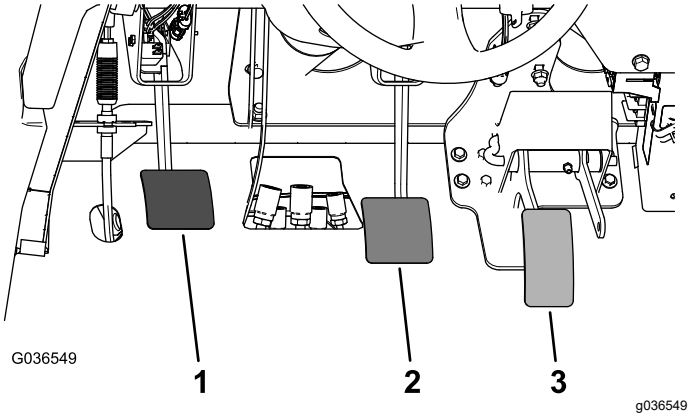

Figur 62
2. Løft op i bremsepedalen (Figur 62), indtil den berører stellet.
3. Løsn kontramøtrikkerne, der fastgør gaflen til hovedcylinderakslen (Figur 62).